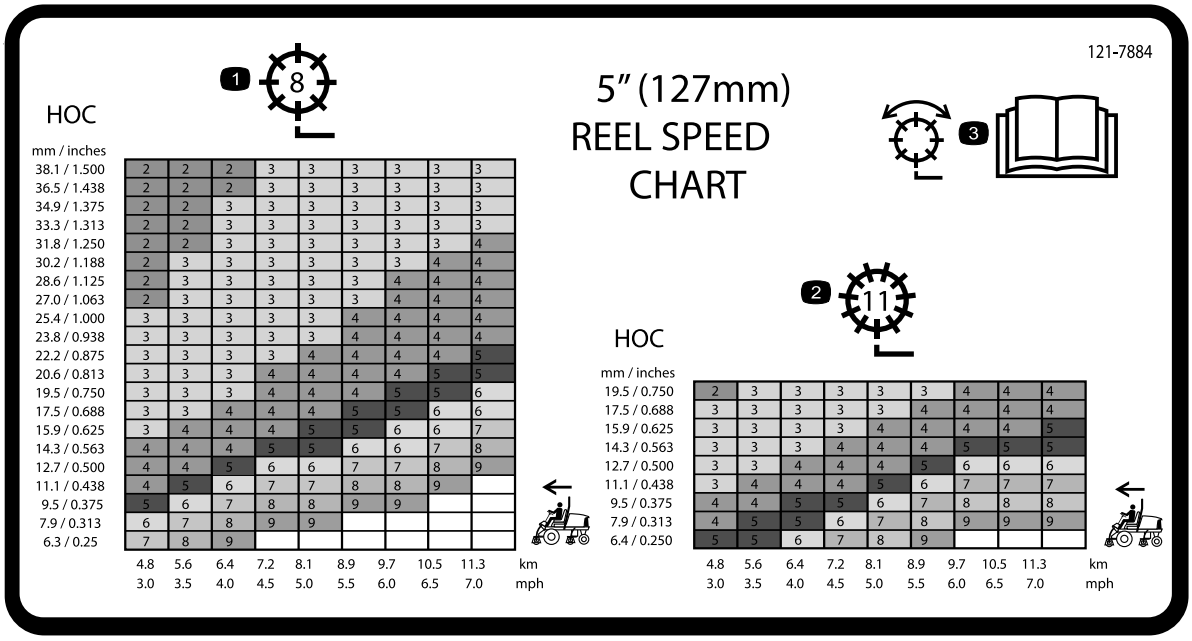

Figuur 33
3. Raadpleeg de tabel op de sticker met messenkooitoerentallen (Figuur 33) om het juiste messenkooitoerental te bepalen.